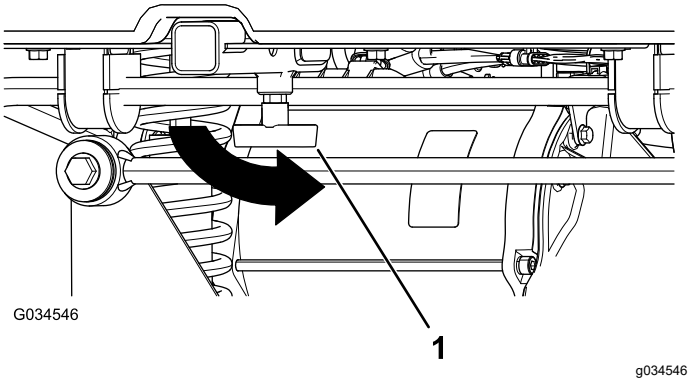

Figur 18
4. Stram "T"-håndtaget ved at dreje det mod uret (Figur 18).